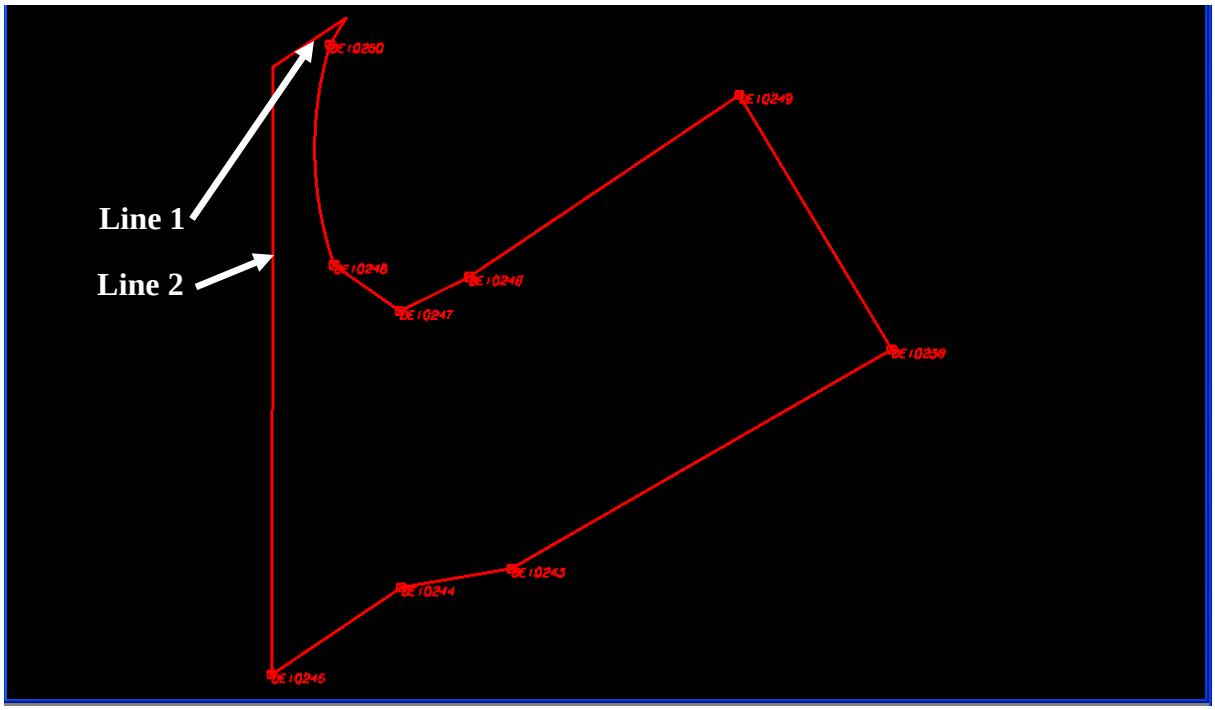
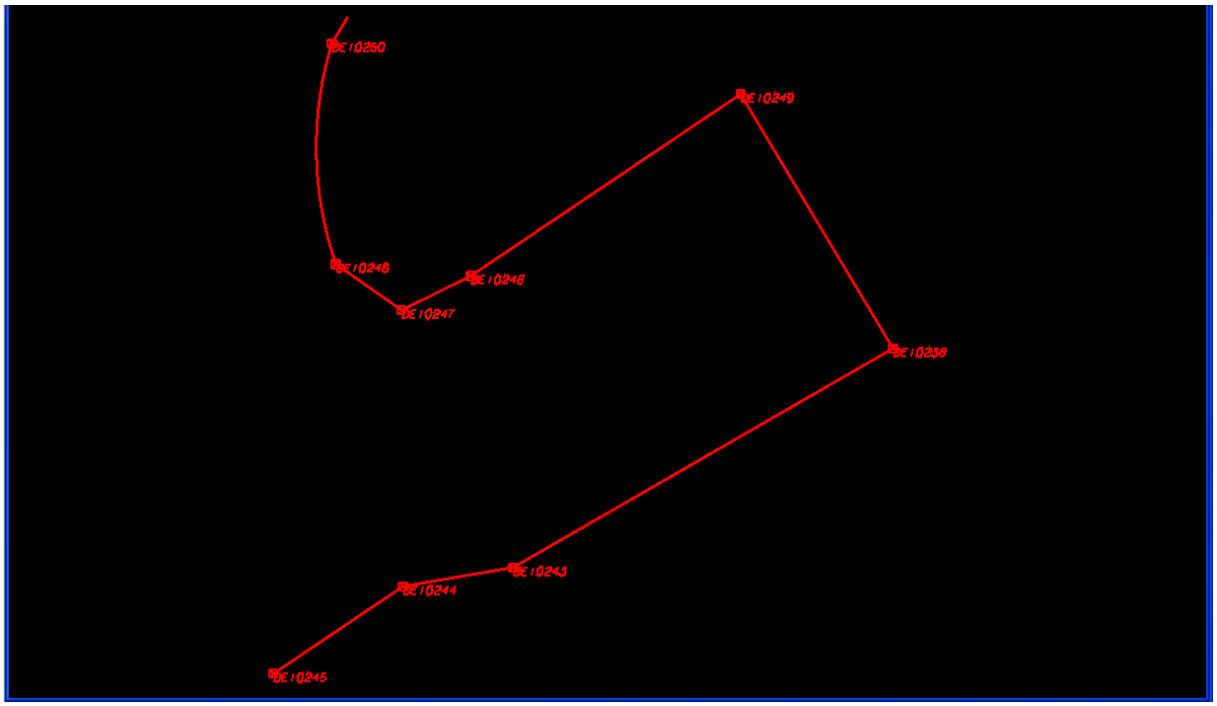

Figure L12-51 MicroStation View
Figure L12-52 MicroStation View
• In MicroStation, Left click on Alignment **DE5** to drop complex. • Left click in the MicroStation window again to **Accept** the operation. • In MicroStation, click the **Delete** icon and delete the Lines identified as **Line 1** and **Line 2** in *Figure L12-51*. • Ensure your view matches that shown in *Figure L12-52*.